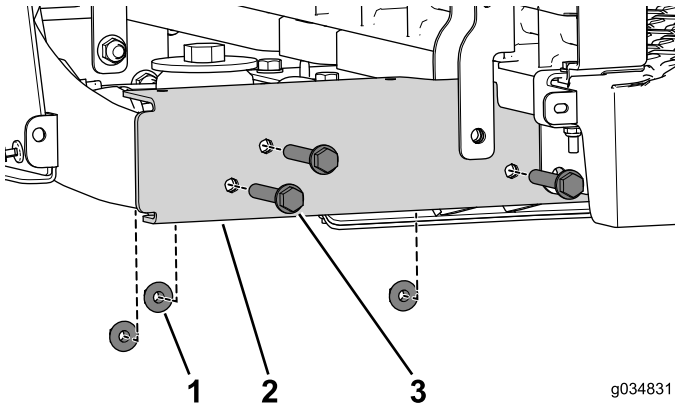

Figura 17
4. Retire los 3 pernos con arandela prensada (3/8" x 2½") y tuercas (Figura 17). Haga esto en ambos lados de la máquina.